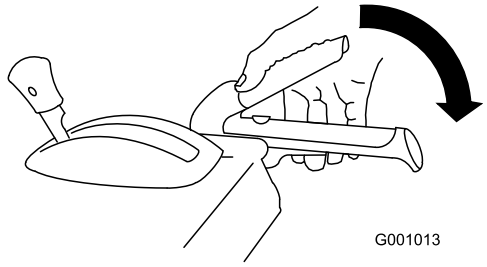

Rysunek 39
2. Załącz dźwignię śruby śnieżnej/ wirnika i przytrzymaj w tym położeniu (Rysunek 39).